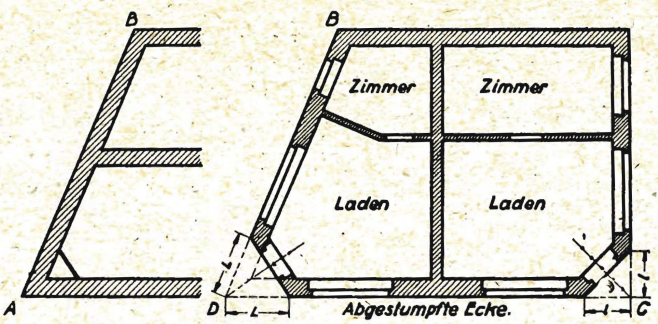

Bild 188. Spitz- und stumpfwinklige Gebäudeecken.
Sie entstehen an spitzwinklig zulaufenden Gebäudeecken (Ecke A Bild 188).
a) Die an der Ecke zusammentreffenden Mauern sind beide durchgehende Mauern im Sinne rechtwinkliger Mauerecken und ergeben an der anderen Gebäudeecke einen spitzen Winkel (siehe Bild 188 Ecke B).